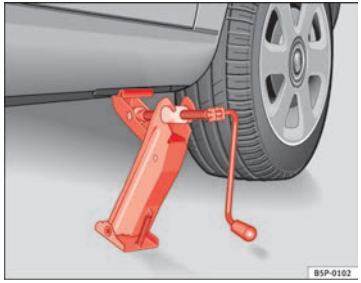

Abb. 182 Wagenheber anbringen
– Richten Sie den Wagenheber so aus, dass seine Klaue den Steg des Unterholms umfasst und die bewegliche Grundplatte plan auf dem Boden aufliegt ⇒ Abb. 182.